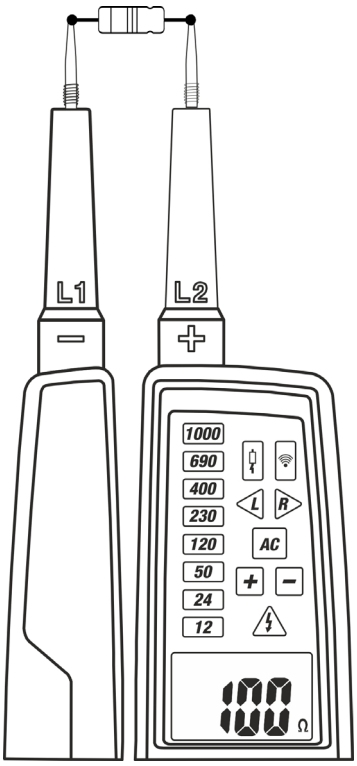

Fig. 10: Medição da Resistência
3. Ligar a ponteira **L1** e a ponteira **L2** ao objeto em teste (ver Fig.10). O valor da resistência é apresentado no display.